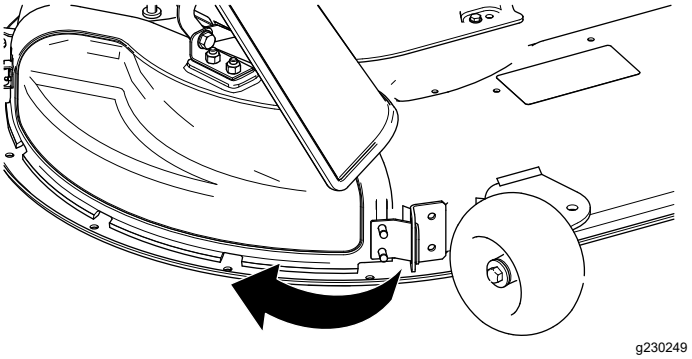

Figur 15
4. Sving utslippsdekselet bakover mot klippeenheten slik at det er på linje med klippeenheten (Figur 15).